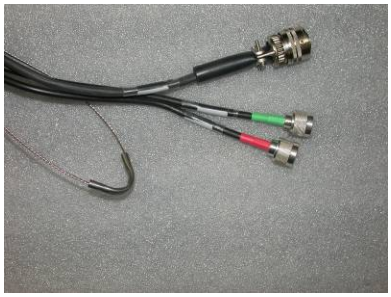

Figure 15: IFL Baseband End
1. Locate the IFL cable (see Figure 15 on page 47).